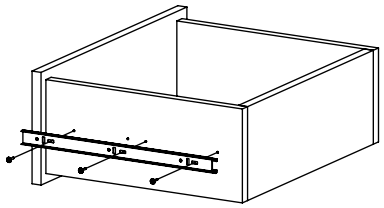

Рис.6
7. С помощью шурупов 3,5х16 прикрепите ответные планки направляющих к деталям 13 и 14 (Рис.6).